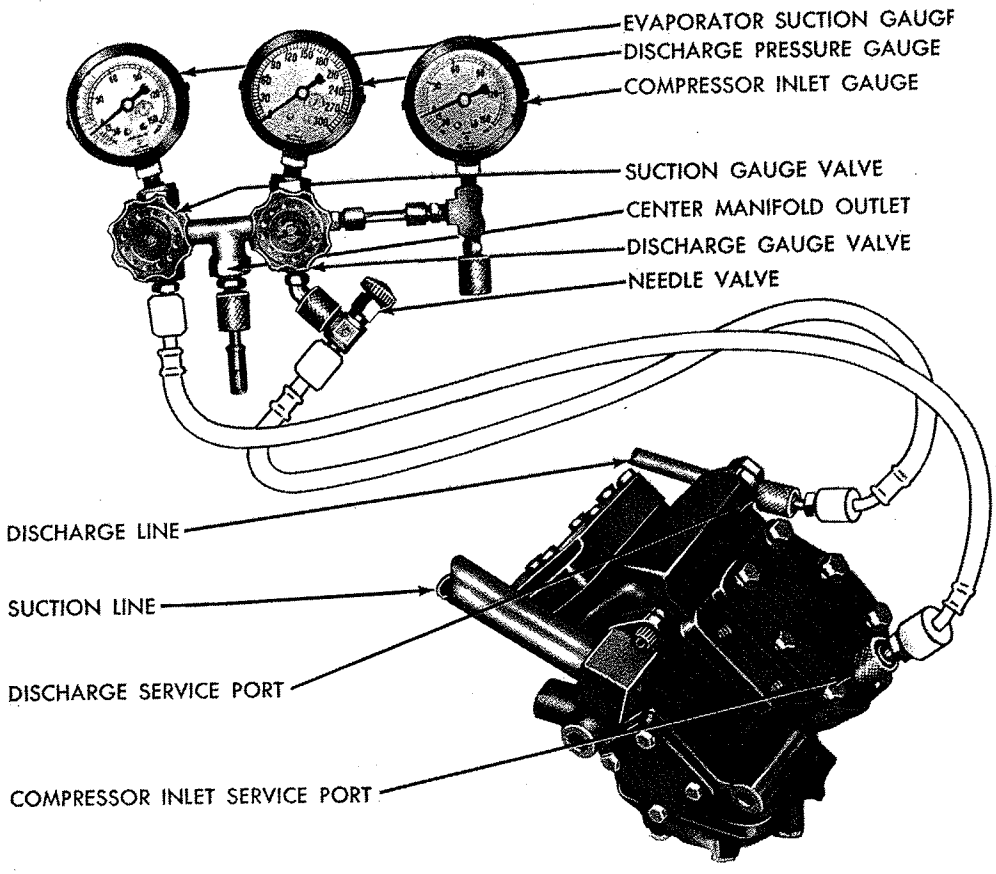

***Fig. 18—Gauge Set Manifold Connections (Valiant and Barracuda)***
**This gauge is used, when checking the EPR Valve** on "Fury" installations and is not used on Valiant and Barracuda installations (Fig. 18).